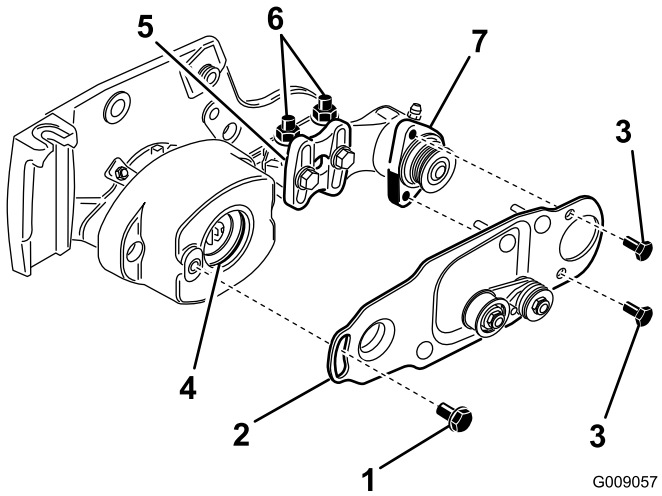

図 11
10. ベアリングハウジングのグロメットの内側にグリスを塗る図 11。
11. ローラブラシベアリングハウジングをローラブラシ取り付けブラケットに固定しているボルトをゆるめる 但し外さないこと図 11。
12. ローラブラシピボットプレートを取り付ける図 11。
13. 5/16 x 5/8 in ボルト2本に 242 ロクタイト青を塗り、これを使ってブラシプレートをローラブラシベアリングハウジングに取り付ける図 11。
- ローラブラシ取り付けブラケットをカッティングユニットのサイドプレートに固定しているフランジナット2個をゆるめる図 11。
- ブラシプレートがカッティングユニットユニットのサイドプレートに平行になるまでローラブラシベアリングハウジングを回転させる図 11。
定しているフランジナット2個を締め込む図 11。
18. ショルダボルトにロクタイト242青を塗布する図 11。ショルダボルトを使って、ブラシプレートをローラブラシハウジングに取り付ける図 11。